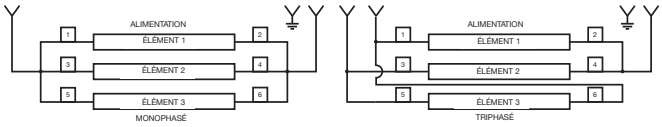

Figure 6
7. Procédez à la section Câblage (voir Figure 6).
Référez-vous à la Figure 6 et procédez comme suit.
1. Connectez le radiateur au câblage d'alimentation comme indiqué sur la Figure 6.